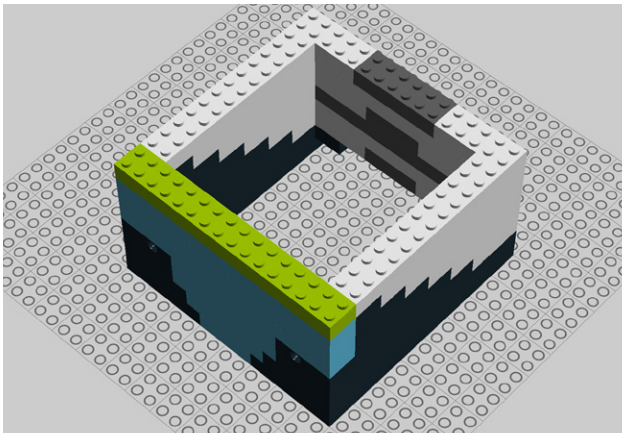

Figure 9-38. *Step 33: Adding four 2x4 translucent bricks*
33. Now you need four 2x4 translucent bricks (Figure 9-38).